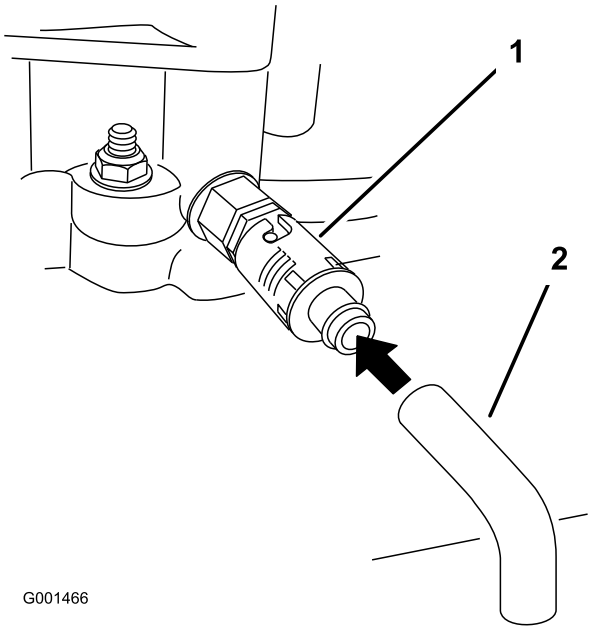

Figur 24
6. Ställ ett kärl under tömningsslangen. Rotera oljetömningsventilen så att oljan töms ut (Figur 24).
8. Ta bort tömningsslangen (Figur 24).